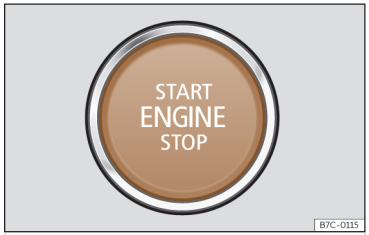

Fig. 112 Pulsador de arranque.
Al acceder al vehículo el pulsador de arranque ››› fig. 112 parpadea para llamar la atención sobre él.
- Presione el pulsador de arranque >>> **fig. 112** sin pisar el acelerador. Para que el motor arranque debe haber una llave válida en el vehículo. Tras arrancar el motor la iluminación del pulsador START ENGINE STOP se mantiene fija indicando que el motor esta arrancado[1].
- Presione brevemente el pulsador de arranque ››› fig. 112.